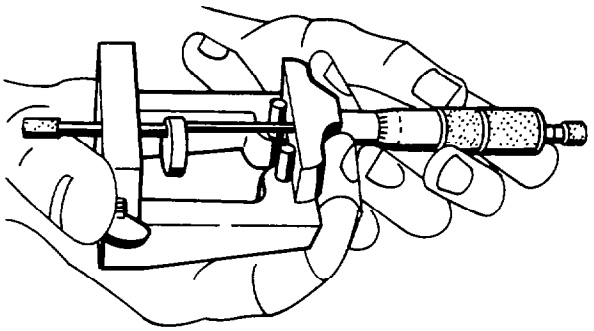

Fig. 124 — Measuring Distance to Determine the "K" Dimension
p. Use a depth micrometer to measure the distance between the top front side of the dowel pins and the footed pin on the dimension tool (see fig. 124). This is the "K" dimension.